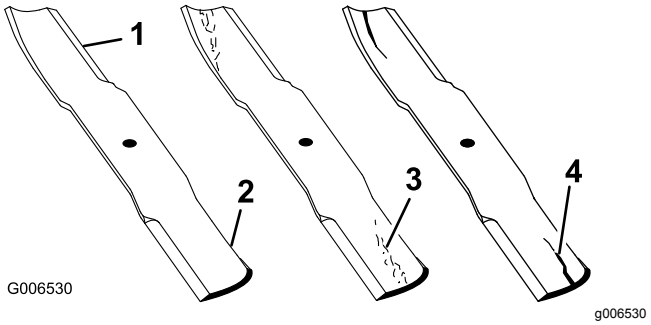

Figur 108
1. Undersøk kniveggene (Figur 108).
4. Hvis du finner sprekker, slitasje eller ser at det begynner å dannes spor i denne delen av kniven, må den skiftes ut øyeblikkelig (Figur 108).